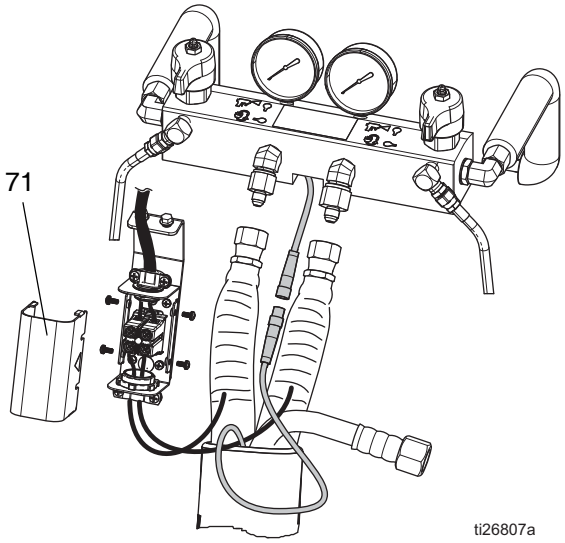

図 71: 加熱ホース電気ジャンクションボックス
2. カバー（71）を外します。図 71 を参照してください。